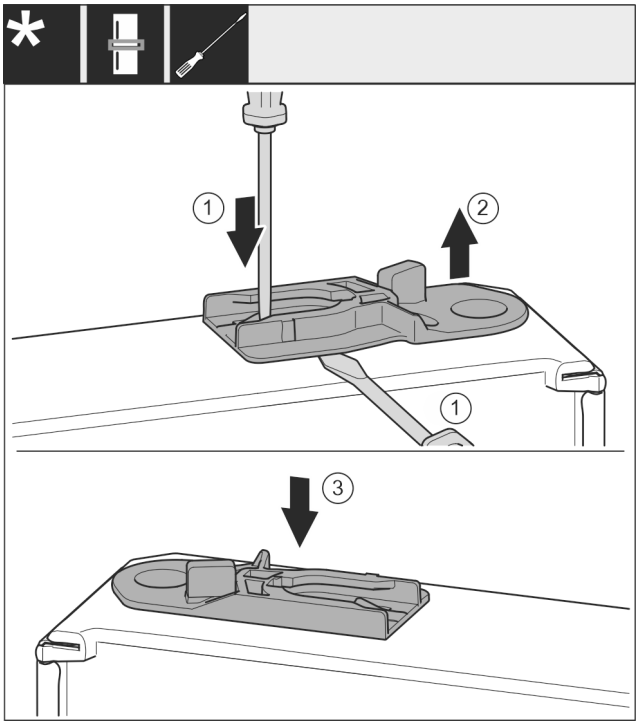

*Fig. 53 **
- ▶ Führungsbuchse herausziehen: Lasche *Fig. 53 (1)* mit Schlitzschraubendreher drücken und gleichzeitig mit Schlitzschraubendreher unter Führungsbuchse *Fig. 53 (2)* fahren.*
- ▶ Im Lieferumfang beiliegende Führungsbuchse *Fig. 53 (3)* auf anderer Gehäuseseite einschieben.*